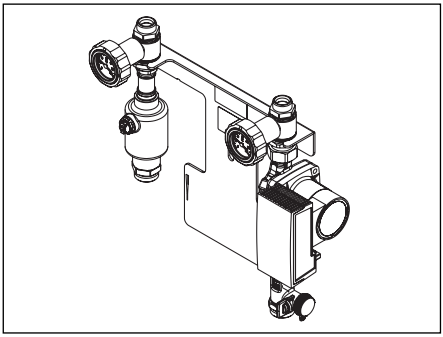

Fig. 35 «Regusol L-130» DN 20
- Mettre les robinets à tournant sphérique et le clapet ATS en position de service (comme fig. 35).